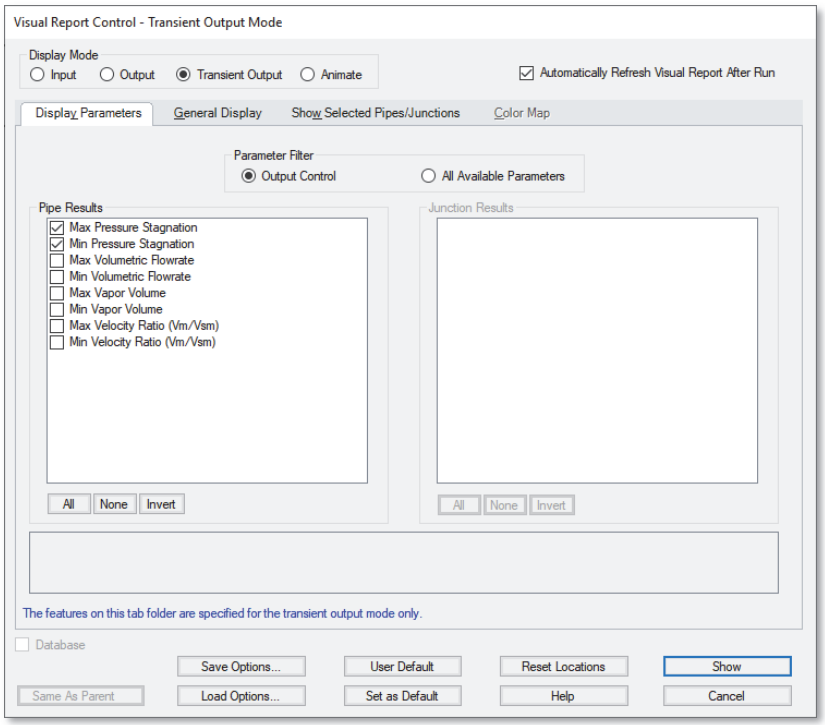
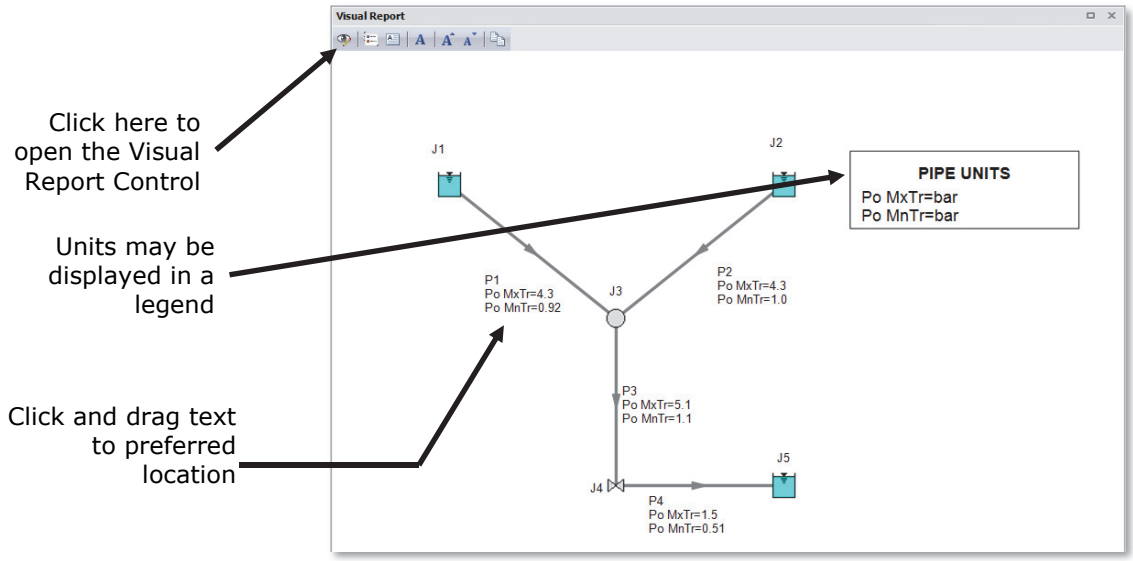
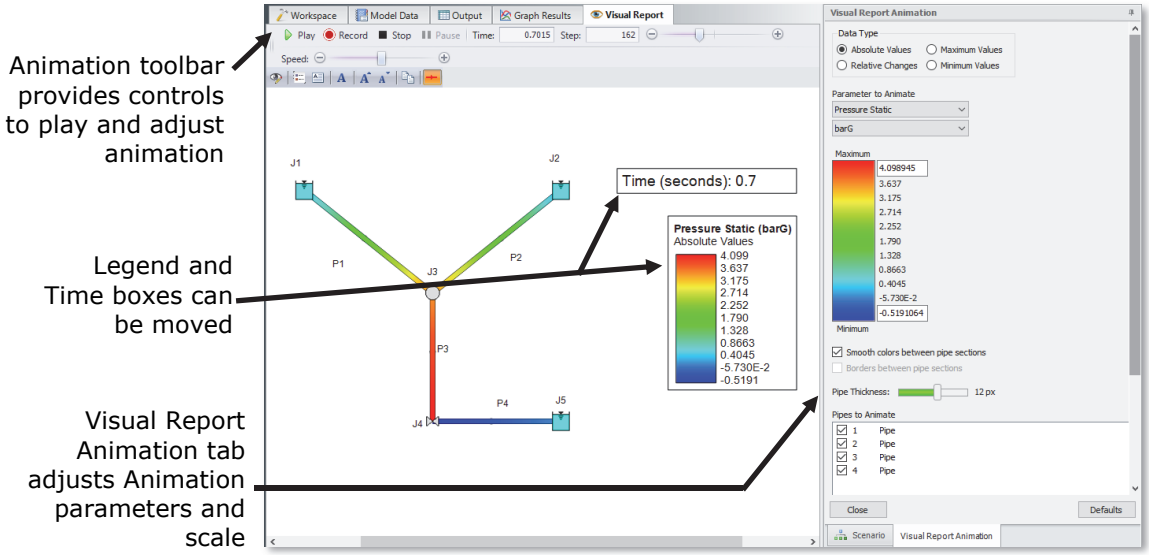

Figure 2.28 The Visual Report Control window selects content for the Visual Report window
Figure 2.29 The Visual Report integrates results with model layout
Figure 2.30 The Visual Report provides an animation feature as an alternate way to view the transient results
- **Click the Visual Report Control button on the Visual Report Toolbar** (or Tools menu) and open the Visual Report Control window, shown in Figure 2.28. Default parameters are already selected, but you can modify these as desired. For now, select "Max Pressure Stagnation" and "Min Pressure Stagnation" in the Pipe Results area. Click the Show button. The Visual Report window graphic is generated (Figure 2.29).
It is common for the text in the Visual Report window to overlap when first generated. You can change this by selecting smaller fonts or by dragging the text to a new area to increase clarity. You can also use the Visual Report Control window to display units in a legend to increase the clarity of the display. These adjustments have already been done in Figure 2.29. This window can be printed or copied to the clipboard for import into other Windows graphics programs, saved to a file, or printed to an Adobe PDF file.
The Visual Report window also provides the ability to animate the transient results as a qualitative tool to visualize the behavior in a network. This option can also be accessed from the Visual Report Control by selecting the Animate Display Mode at the top of the window (see Figure 2.28). When using the animation mode, text results cannot be displayed for the report. Instead, one parameter can be animated using absolute values or values relative to the steady state, or a static map of all maximum/minimum transient values can be generated. The animation can be recorded to a file. The model setup for animating static pressure can be seen in Figure 2.30.